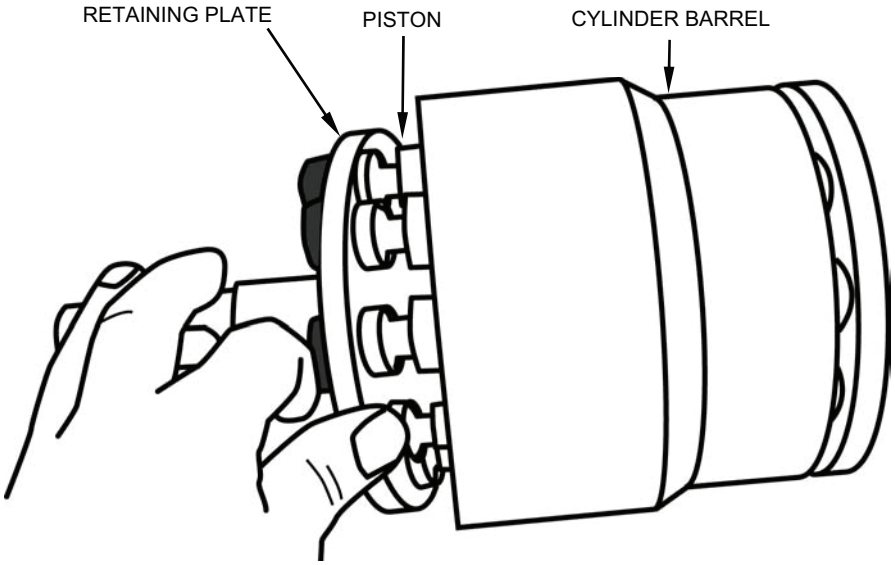

Figure 26. Removing Retaining Plate and Pistons from Cylinder Barrel.
o. Tilt the barrel down at the shaft end and slide the retaining plate and pistons out of the barrel (see Figure 26).